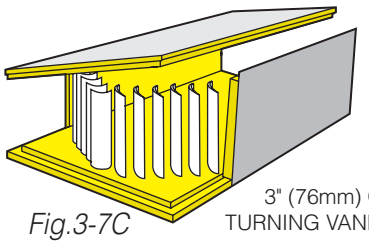

Fig.3-7C
3. Cut vane sockets on 3" (76mm) spacing (approx.) along lines A - B and A' - B', first vane at edge of panel, using vane socket cutter (Fig. 3-7C). Orient vanes to direct air parallel to axis of each branch. Remove loose insulation from sockets.